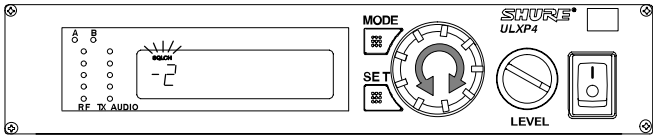

FIGURA 42
2. Girate la manopola di regolazione. Sul display appare la nuova impostazione di Squelch, come illustrato in Figura 42.